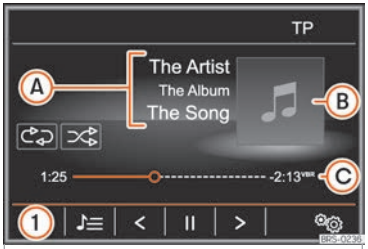

Fig. 210 MEDIA main menu.
- Press the MEDIA button on the Infotainment system to open the *MEDIA* main menu ››› Fig. 210.